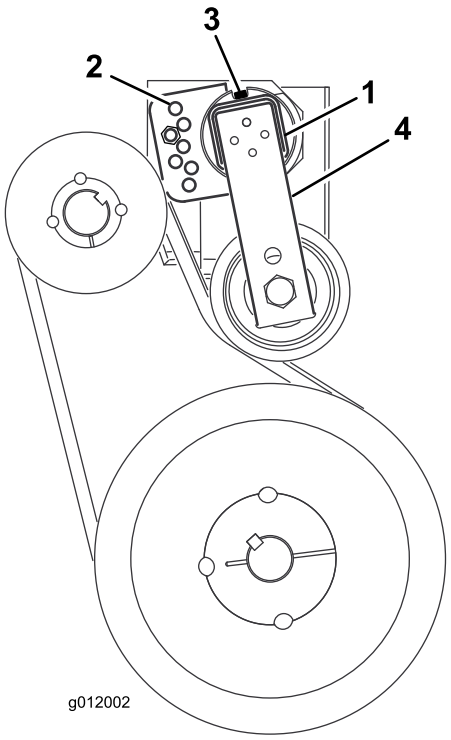

Figur 14
3. Ta bort huvudskruven och muttern som håller fast spännstyrningen på lövblåsens ram (Figur 14).
4. På ramens bakre del lossar du den huvudskruv som håller fast remspännaren på ramen (Figur 14).
6. Sätt i huvudskruven i inriktningshålen och fäst den med muttern (Figur 14).